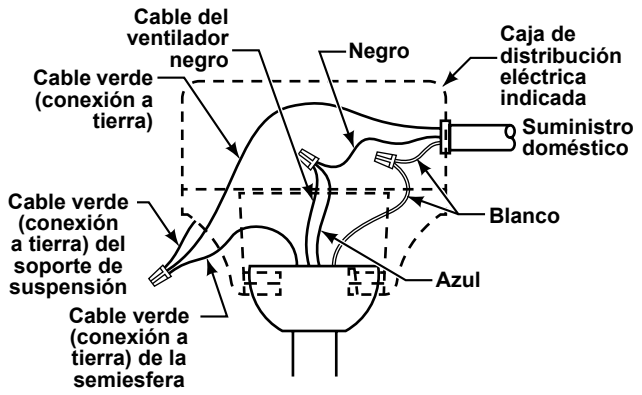

Figura 1
2. Conecte el cable blanco del motor del ventilador al cable de suministro blanco (neutro) con el conector de cables suministrado. Conecte el cable negro del motor del ventilador y el cable azul al cable de suministro negro con el conector de cables suministrado (Figura 1).
1. Atornille dos varillas roscadas en el soporte de suspensión (Figura 1).